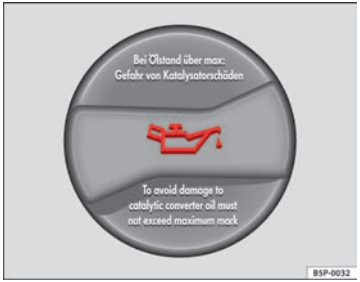

Fig. 168 In the engine compartment: Engine oil filler cap
– Unscrew cap from oil filler opening ⇒ fig. 168.
– As soon as the oil level is in area (B), carefully close the cap.